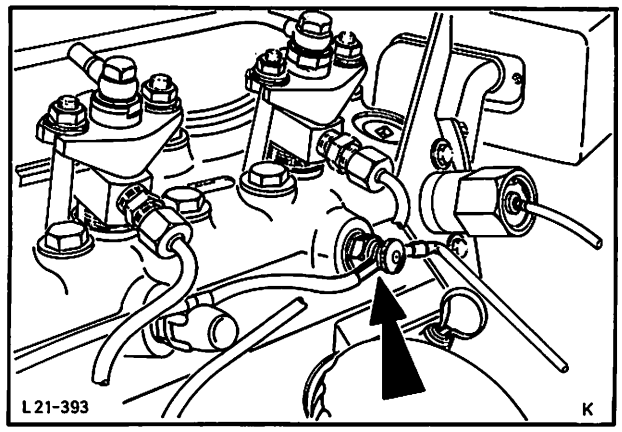

Abb. 13 Stromkabel von Glühkerzen abklemmen
6. Stromkabel von Lichtmaschine, Geber – Fernthermometer, Öldruckschalter, Glühkerzen, Abb. 13, Lüfterkupplung, und Massekabel – Motor entfernen.